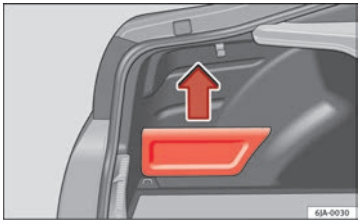

Fig. 95 Luggage compartment: storage compartment
– Hold onto the top of the lid and pull it out in the direction indicated by the arrow ⇒ Fig. 95.